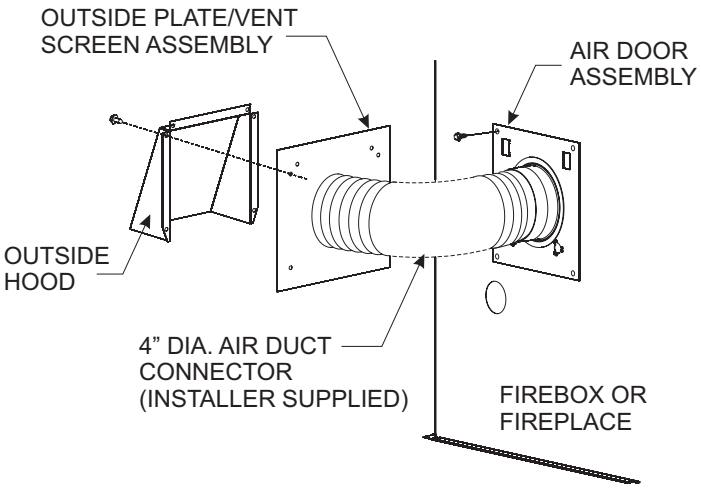

**Figure 22**
5. Mate the outside rain cap hood over the air vent, seal with caulk as necessary, then secure with screws provided to the exterior wall surface. See **Figure 22 and 23.**